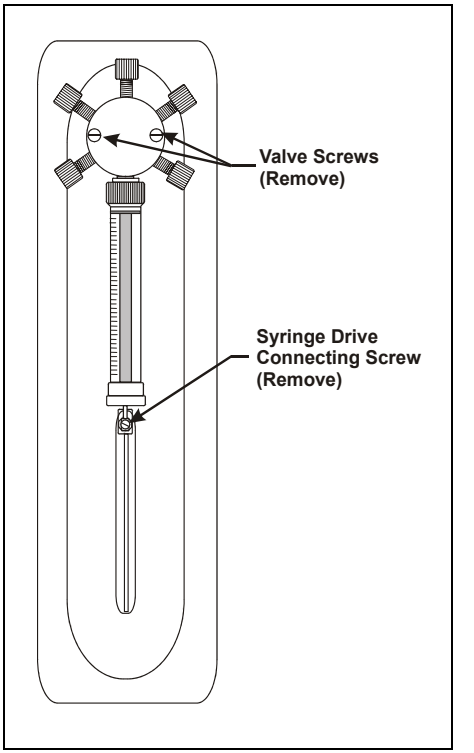

Figure 5-31. Removing the Syringe Valve
5. Unscrew and remove the syringe drive connecting screw and the two screws on the syringe valve (see Figure 5-31).